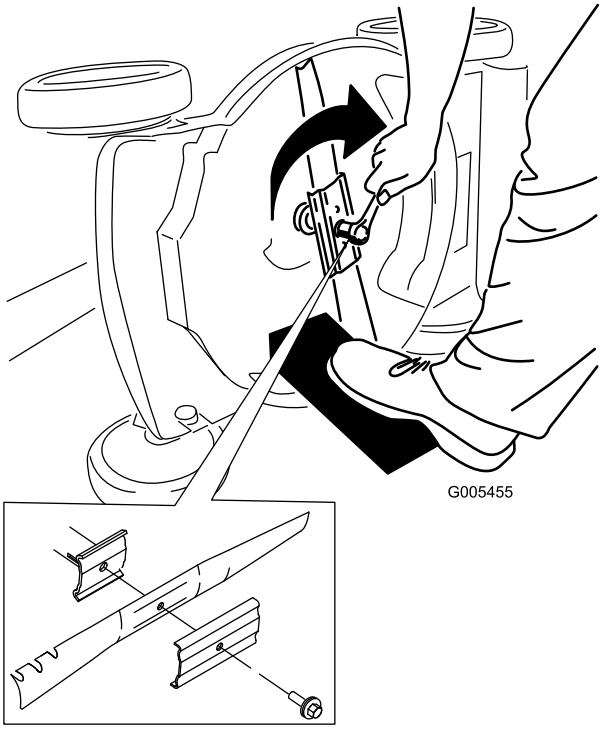

Figur 27
5. Monter den nye kniv og alle monteringsboltene og -møtrikkerne (Figur 27).